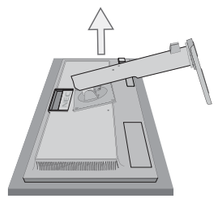

Abbildung S.2
5. Entfernen Sie den Monitorfuß (**Abbildung S.2**).